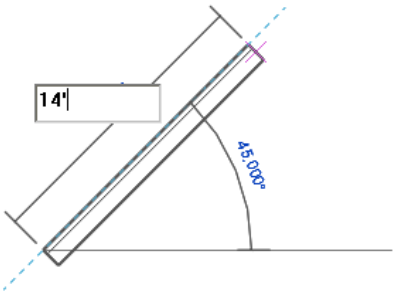

Figure 3-43 *Sketching the first inclined wall segment*
f. Select the **Line** sketching option and sketch the inclined wall profile using the **Chain** option, refer to Figures 3-43 through 3-49.
4. Enter the value **14' (4267 mm)** to specify the length of the first wall segment; the value is displayed in the edit box, as shown in Figure 3-43. Press ENTER to create the first wall segment of the specified length.